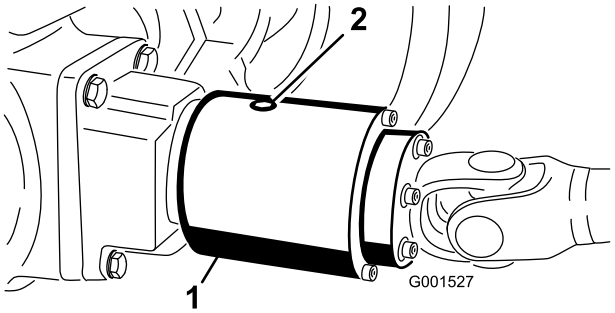

Figur 65
2. Drej koblingen (Figur 65), så kontrolproppen står i kl. 4-position.